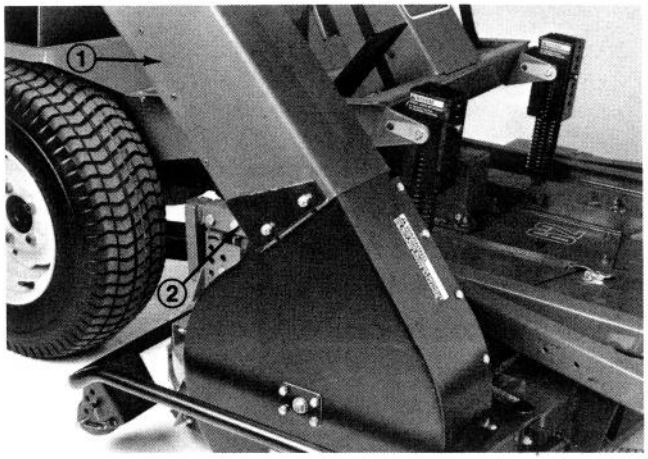

Figure 29
4. Slide chute over blower opening and onto mounting studs (Fig. 29).